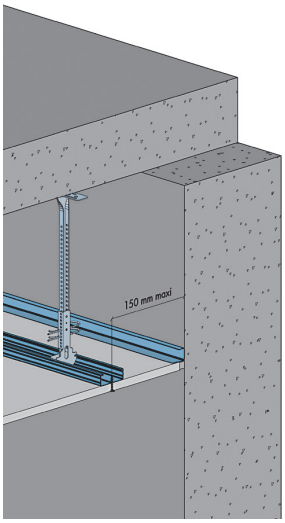

Fig. 2 : Coupe transversale
- La première F47H sera disposée à 100 - 150 mm du support (fig. 2).